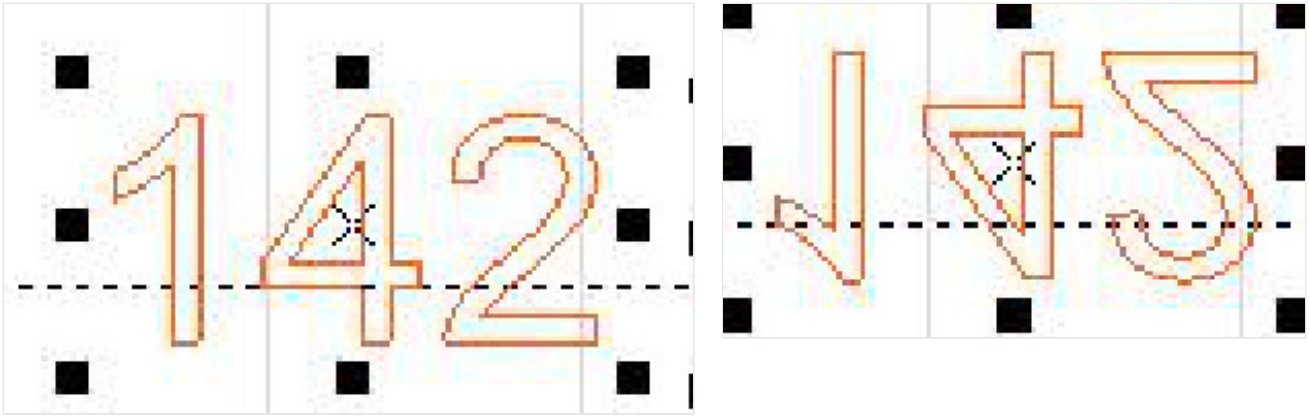

Figura 11-56 Reflejo vertical
- Refleja verticalmente la selección actual, como se muestra en la Figura 11-56.